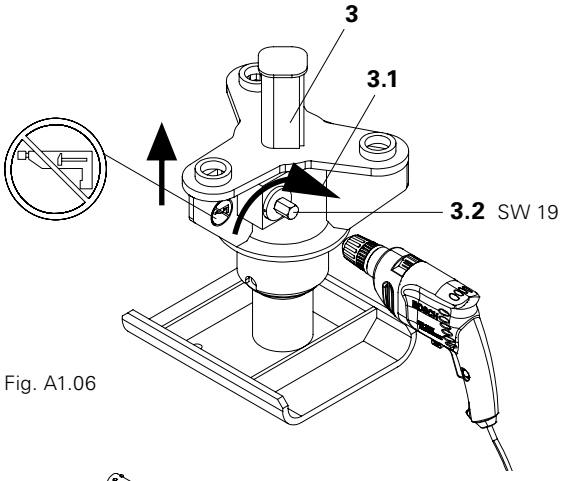

Fig. A1.06
1. Grease lubricating nipple (3.1) on Lowering Device (3) before every use with high-grade grease, e.g. AVIA LITH-2-F. When used under water, also grease after dismantling. (Fig. A1.06)
2. Fully extend Lowering Device with hexagonal driving bolt (3.2), SW 19. Do not break the Shear Pin (limit stop). (Fig. A1.06)
– Switch off roto hammer – otherwise Lowering Device will be destroyed! (Fig. A1.06)